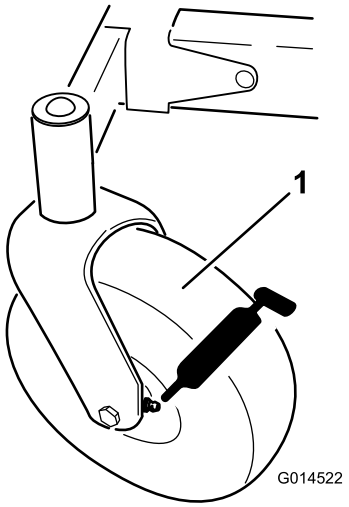
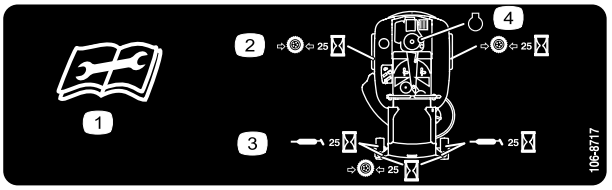

Figure 32
Figure 33
3. Clean the grease fittings (Figure 32 and Figure 33) with a rag. Make sure to scrape any paint off of the front of the fitting(s).
4. Connect a grease gun to each fitting (Figure 32 and Figure 33). Pump grease into the fittings until grease begins to ooze out of the bearings.